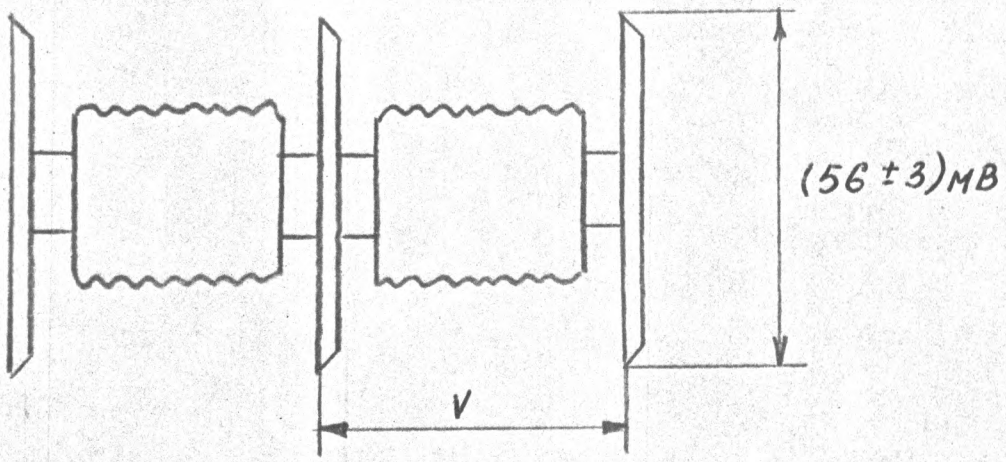

РИС. 7.17
7.6.17.2. ПОДКЛЮЧИТЕ ОСЦИЛЛОГРАФ С1-81 К К.Т.А6-Х1, ПРИ ЭТОМ "ОБЩИЙ" ПРОВОД ОСЦИЛЛОГРАФА ПОДКЛЮЧИТЕ К К.Т.А6-Х2, ОТКЛЮЧИТЕ ТОК ЗАПИСИ СИГНАЛА ЯРКОСТИ, ДЛЯ ЧЕГО СОЕДИНИТЕ К.Т.А3-Х12 ПЕРЕМЫЧКОЙ С "ОБЩИМ" ПРОВОДОМ, И РЕЗИСТОРОМ А3-R85 УСТАНОВИТЕ НАПРЯЖЕНИЕ ЗАПИСИ СИГНАЛА ЦВЕТНОСТИ (56+-3)МВ, ЧТО СООТВЕТСТВУЕТ ТОКУ ЗАПИСИ СИГНАЛА ЦВЕТНОСТИ (5,6+-0,3)МА (РИС.7.17).